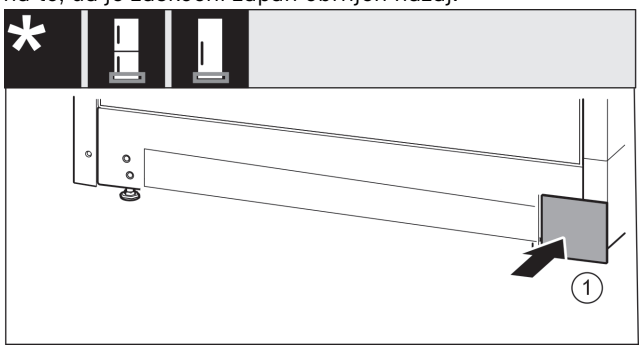

Fig. 19
▶ Pokrov *Fig. 19 (1)* ponovno namestite na drugi strani.